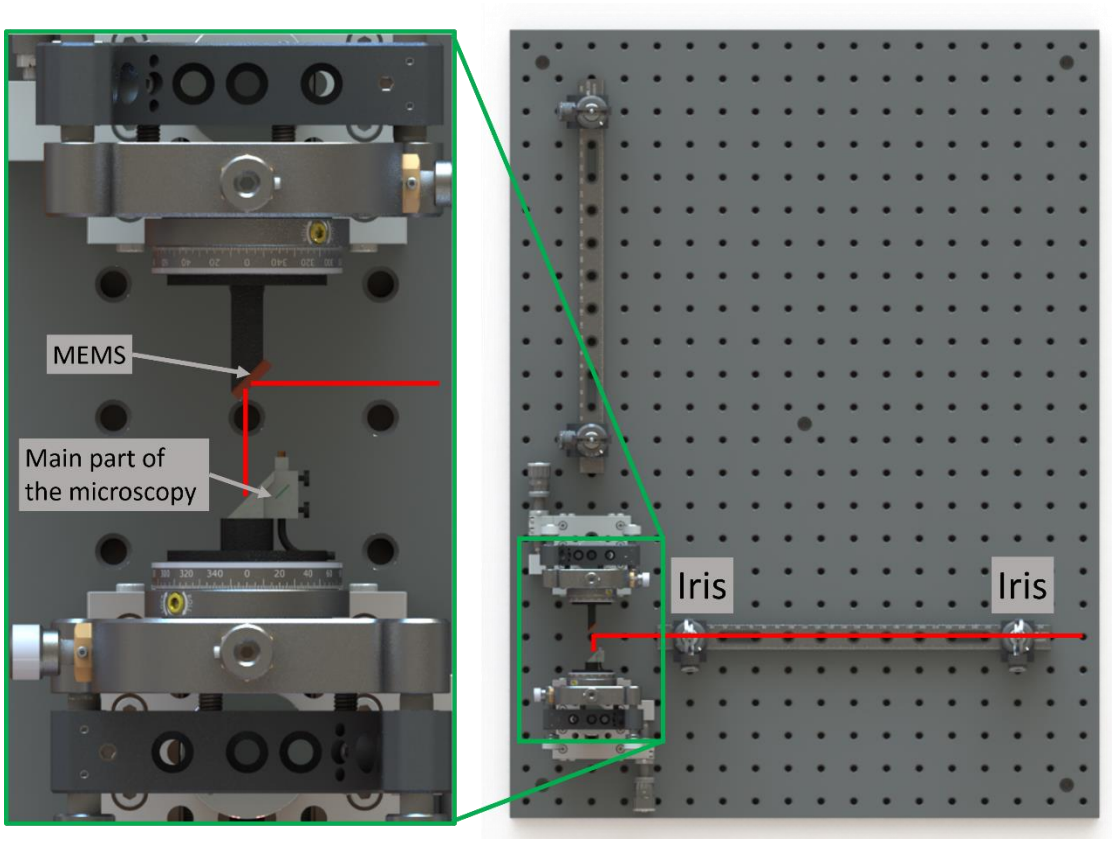

Figure 6. The alignment of MEMS to the main body of the microscope headpiece.
Step 19. Keep the MEMS at its center position (zero scanning angle). Observe the spot of laser reflected from the MEMS with the NIR Detector Card; adjust the 6-Axis kinematic optic mount that holds the MEMS-alignment holder until the laser beam penetrates through the second pair of collinear irises (**Fig. 6**). After this step, the incident laser beam shall be 45° related to the surface of MEMS. Eyeballing is good enough in this case.